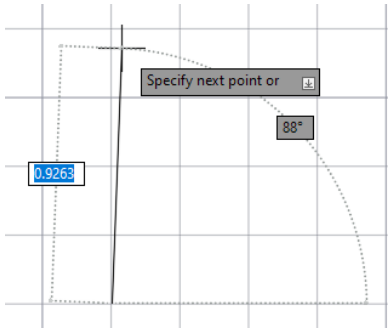

Figure 2-17 *Specifying polar coordinate for second point*
*(Move the cursor upward, enter **1** in the distance input box, press the Tab key, enter **90** in the angle input box, and then press Enter, refer to Figure 2-17).*